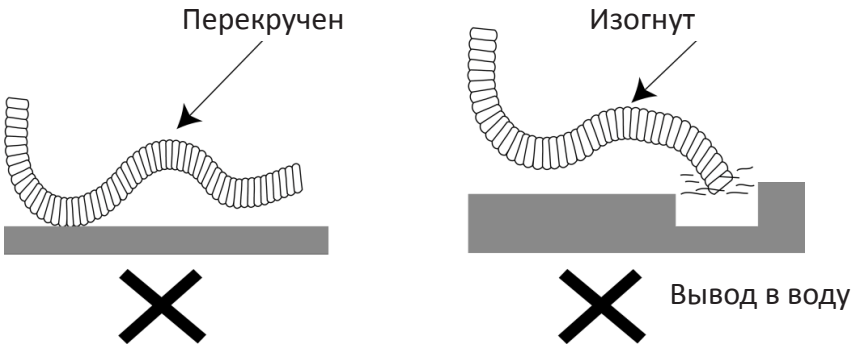

Рис. 4.4
(1) Для надлежащего отвода конденсата шланг должен проходить под уклоном.
(2) Запрещается изгибать шланг и выводить его концом в воду. (Рис. 4.4)
(3) Дренажный шланг необходимо теплоизолировать.